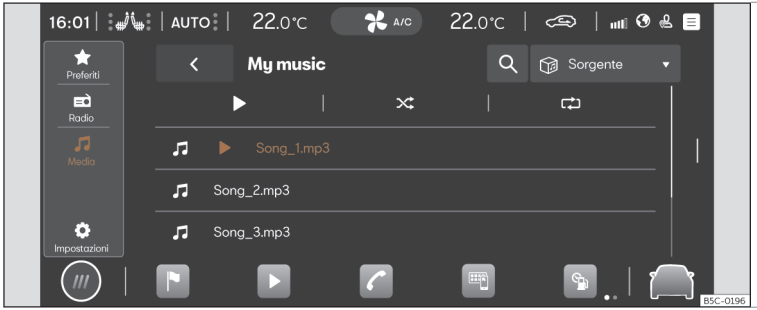

Fig. 148 Rappresentazione schematica: Visualizzazione multimediale
- Premere ▶ > ♫ >>> **fig. 148**.